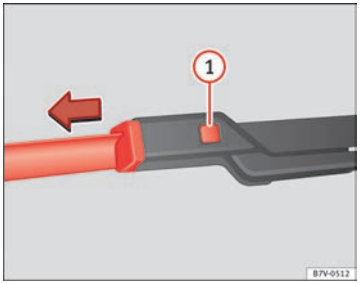

Fig. 111 Changing the front windscreen wiper blades
- Hold down the release button ⇒ fig. 111 (1) while gently pulling the wiper blade in the direction of the arrow.